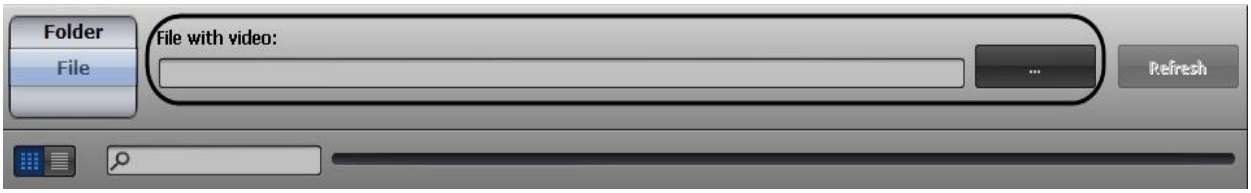

Figure 12.17-5 Selecting the archive file
3.3 If the “File” way selected then click the button and specify the archive file using the standard dialog of file opening (Figure 12.17-5)